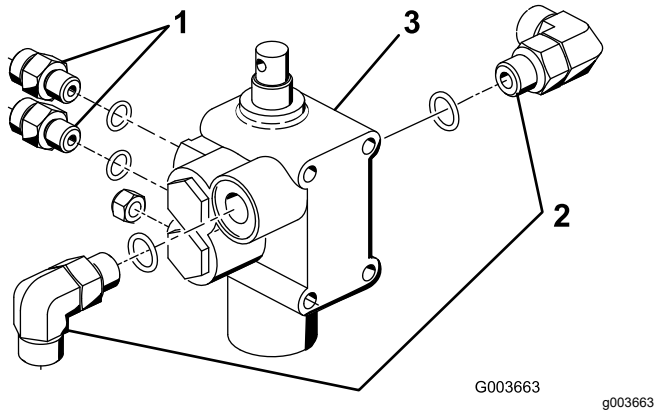

Figure 8
1. Thread both 90° fittings and the 2 straight hydraulic fittings into the new lift valve as shown in Figure 8.